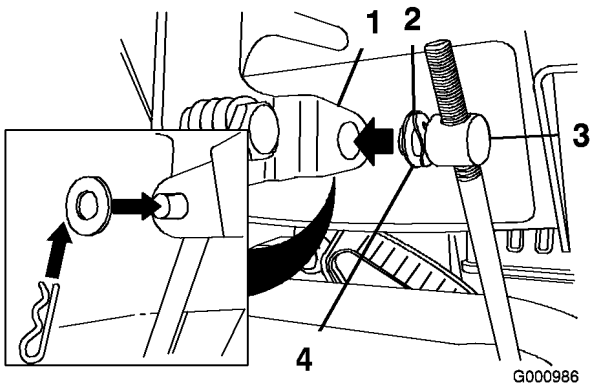

Figur 11
3. Fjern hårnålssplinten og den ytterste skiven fra vuggetappen på den øvre enden av hastighetskontrollstaget (Figur 11).
Merk: Du kan la den bølgede skiven og den flate skiven bli på vuggetappen for å gjøre installeringen litt enklere (Figur 11).
6. Løft opp på hastighetskontrollstaget, og sett inn vuggetappen i hullet i hastighetsvelgerspaken (Figur 11).